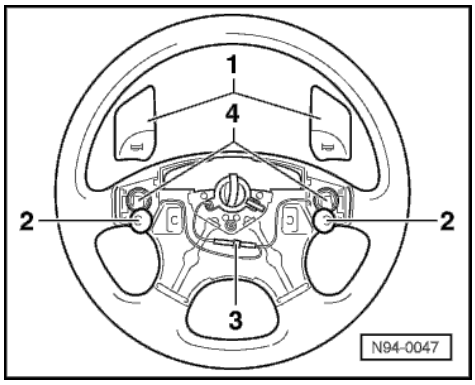

Fig.1 Removing and installing horn pushes steering wheel with airbag unit
- ♦ Removing horn push => Page 94-32, Fig. 1
- ♦ Removing horn push => Page 94-32, Fig.1